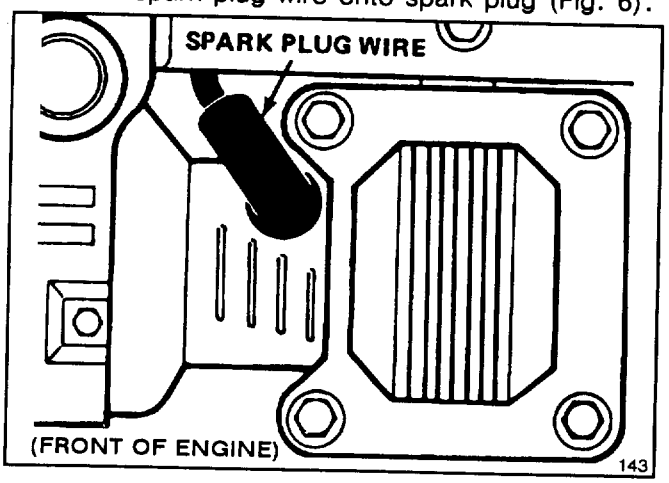

Figure 6
2. Push spark plug wire onto spark plug (Fig. 6).
1. Stop engine and pull wire off spark plug (Fig. 6).
1. Stop engine and wait for engine to cool. Pull wire off spark plug (Fig. 6).
1. Stop engine. Pull wire off spark plug (Fig. 6).
1. Stop the engine. Pull the wire off the spark plug (Fig. 6).